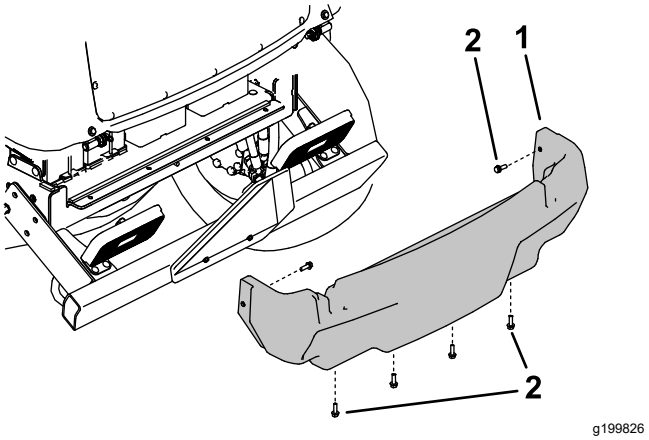

Figura 114
5. Retire los 6 tornillos con arandela prensada que sujetan la cubierta trasera al bastidor, y retire la cubierta trasera (Figura 114).
4. Instale la cubierta trasera (Figura 114).